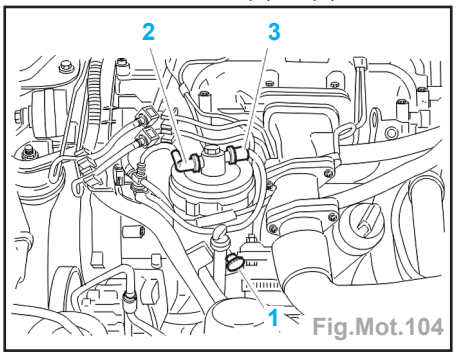

Fig.Mot.104
- Ouvrir la vis de purge (1) (Fig.Mot.104).
- Ecarter les raccords (2) et (3).